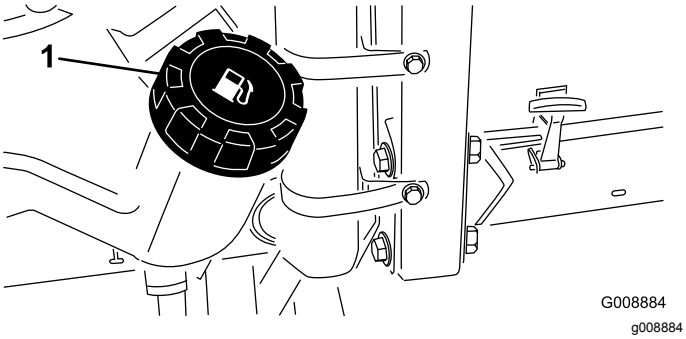

Figur 28
1. Rengör området runt tanklocket (Figur 28).